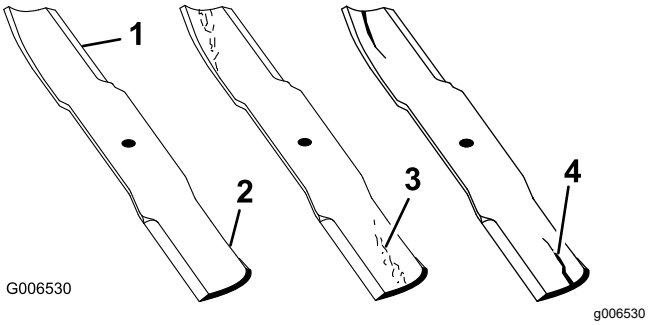

Figur 63
1. Kontrollera eggarna (Figur 63).
4. Montera omedelbart en ny kniv om du upptäcker sprickor, slitage eller spårbildning i detta område (Figur 63).